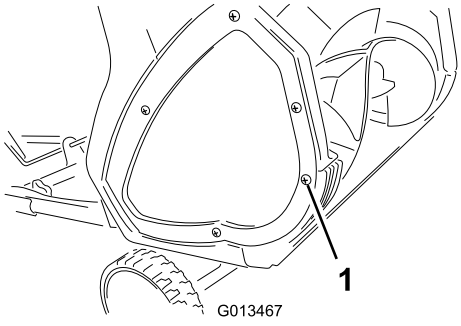
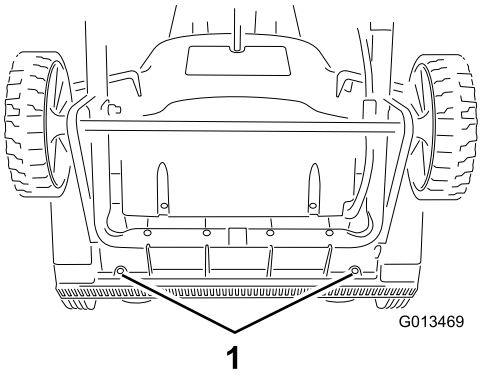

Figur 13
Figur 14
1. Fjern skruen fra hver side av platen som holder skrapen (Figur 13) og 2 skruer fra undersiden av maskinen (Figur 14) som fester skrapen til maskinen.